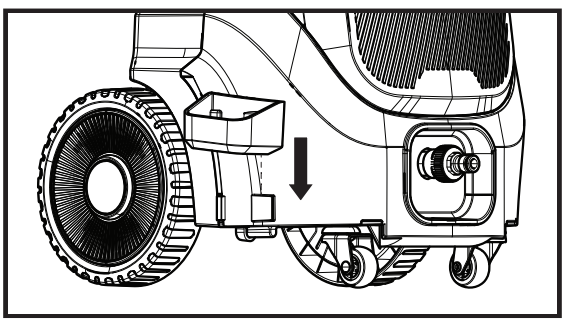

Fig. 1b
2. Pressione para baixo para alinhar com a ranhura em forma de U na parte inferior do alojamento. (Fig. 1b)